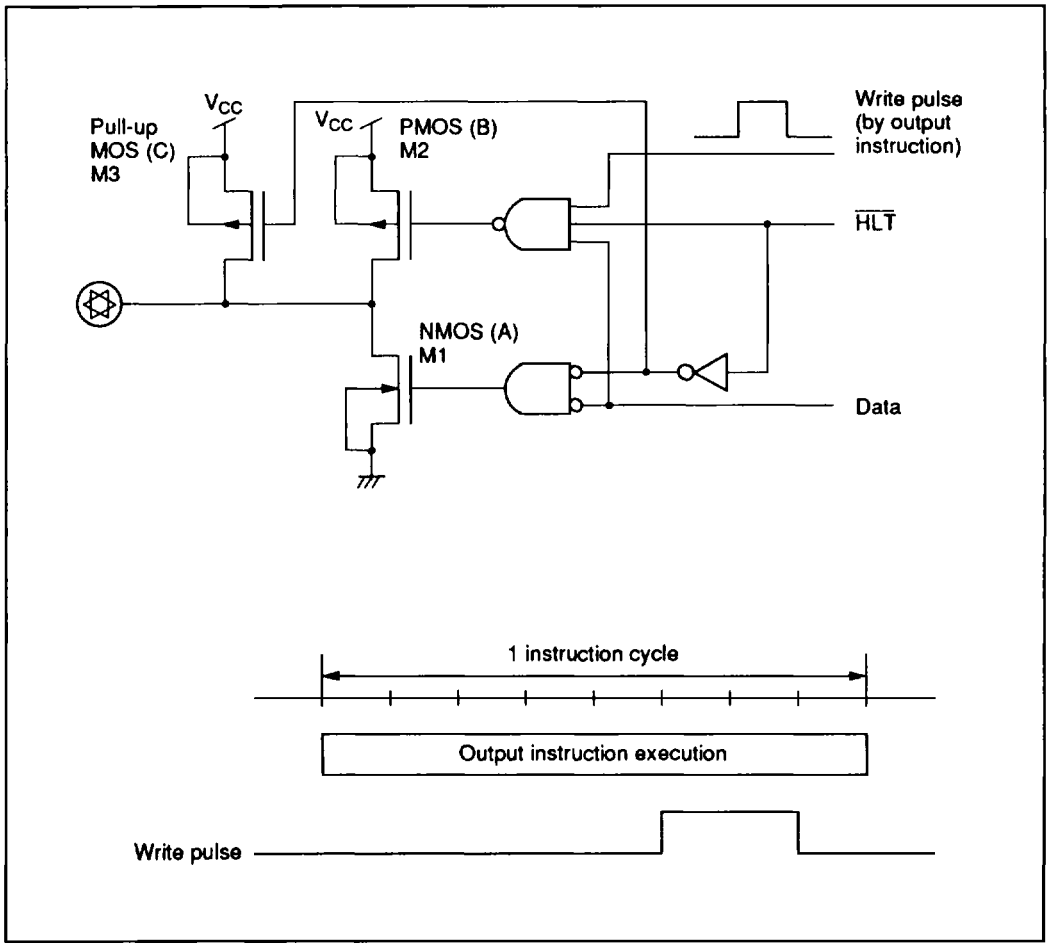

**Figure 14 Output Circuit Operation of Standard Pins with Pull-Up MOS Option**
**Output Circuit Operation of with Pull-Up MOS Standard Pins:** In the standard pin option with pull-up MOS, the circuit shown in figure 14 is used to shorten the rise time of output.
When the MCU executes an output instruction, it generates a write pulse to the R port addressed by this instruction. This pulse will switch the PMOS (B) on (in figure 14) and shorten the rise time. The write pulse keeps PMOS on for two-eighths of the instruction cycle time. While the write pulse is 0, a high output level is maintained by the pull-up MOS (C).